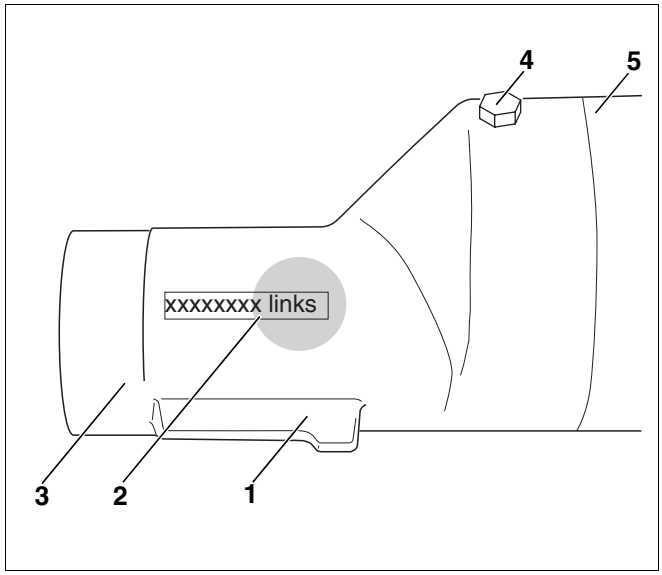

Afb. 24 Aansluitstuk injectiebuis links
door verkeerde montage van de aansluitstukken van de injectiebuis (afb. 24).
- Controleer of de dichtingen (afb. 24, **pos. 3**) van de aansluitstukken voorhanden zijn.
- Zorg ervoor, dat het linker aansluitstuk (bedrukt "links" vgl. afb. 24, **pos. 2**) in de bovenste ketelnaaf van het linker ketelblok en het rechter aansluitstuk (bedrukt "rechts") in de bovenste ketelnaaf van het rechter ketelblok, correct gemonteerd worden.
- Schuif het aansluitstuk van de injectiebuis (afb. 24) op het verlengstuk (afb. 24, **pos. 5**) en schroef het met een schroef M5 × 16 (afb. 24, **pos. 4**) aan het verlengstuk vast.